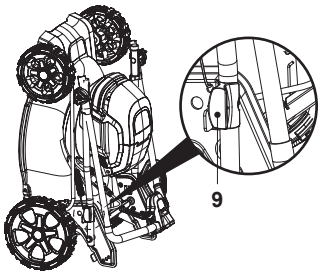

Fig. 27
9. Store the lawn mower flat or upright (Fig. 27).